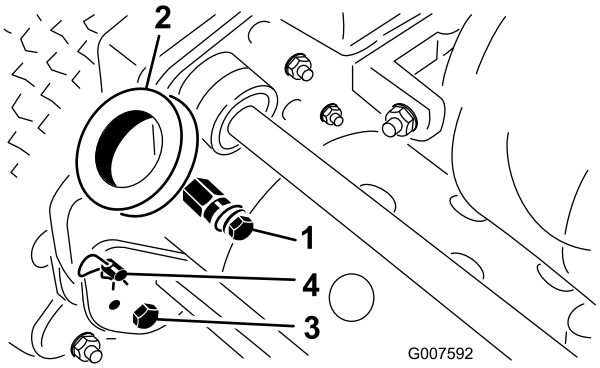

Figur 2
1. Fjern boltene og hodeskruene som holder enden av styrearmene festet på hver side av gressklipperen (Figur 2).
2. Fjern hårnålssplintene og ringsplintene som holder styrearmene festet til bakdelen av rammen (Figur 2).
3. Putt håndtaksendene inn gjennom hullene i styrearmene, og rett opp hullene med monteringspinner (Figur 2).
1. Fjern hårnålssplintene fra ringsplintene på hver side av gressklipperen (Figur 2).
2. Mens du støtter opp håndtaket, fjerner du ringsplintene fra hver side og hever eller senker håndtaket til ønsket driftsstilling (Figur 2).